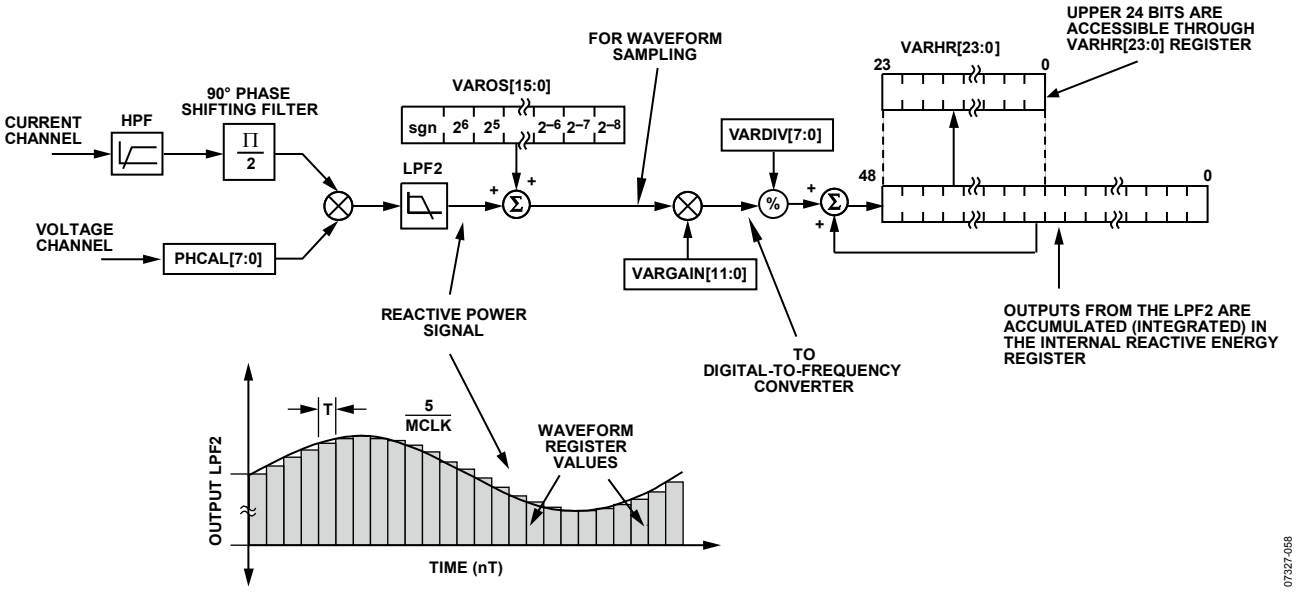

Figure 58. Reactive Energy Calculation
The instantaneous reactive power signal q(t) is generated by multiplying the voltage and current channels. In this case, the phase of the current channel is shifted by 90°. The dc component of the instantaneous reactive power signal is then extracted by a low-pass filter to obtain the reactive power information (see Figure 58).
Figure 58 shows the signal processing chain for the ADE7518 reactive power calculation. As explained in the Reactive Power Calculation section, the reactive power is calculated by applying a low-pass filter to the instantaneous reactive power signal. Note that, when reading the waveform samples from the output of LPF2, the gain of the reactive energy can be adjusted by using the multiplier and by writing a twos complement, 12-bit word to the VAR gain register (VARGAIN[11:0]). Equation 23 shows how the gain adjustment is related to the contents of the watt gain register.
The ADE7518 also incorporates a reactive power offset register (VAROS[15:0]). This is a signed, twos complement, 16-bit register that can be used to remove offsets in the reactive power calculation (see Figure 58). An offset may exist in the reactive power calculation due to crosstalk between channels on the PCB or in the IC itself. The offset calibration allows the contents of the reactive power register to be maintained at 0 when no power is being consumed.
The discrete time sample period (T) for the accumulation register in the ADE7518 is 1.22 µs (5/MCLK). As well as calculating the energy, this integration removes any sinusoidal components that may be in the active power signal. Figure 58 shows this discrete time integration or accumulation. The reactive power signal in the waveform register is continuously added to the internal reactive energy register.
As shown in Figure 58, the reactive power signal is accumulated in an internal 49-bit signed register. The reactive power signal can be read from the waveform register by setting the WAVMODE register (0x0D) and setting the WFSM bit in the Interrupt Enable 3 SFR (MIRQENH, 0xDB). Like the current and voltage channel waveform sampling modes, the waveform data is available at a sample rate of 25.6 kSPS, 12.8 kSPS, 6.4 kSPS, or 3.2 kSPS.